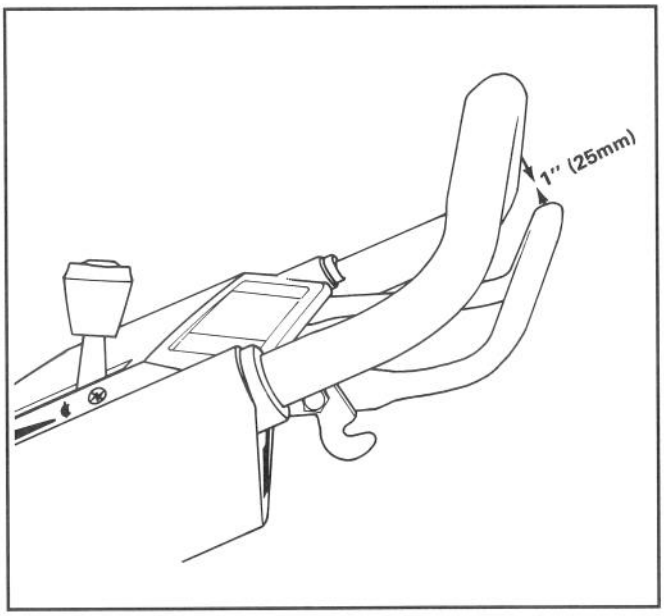

Afbeelding 22
3. Om vervolgens de wielaandrijving te controleren, de bedieningsstang langzaam in de richting van de hendel duwen. De aandrijving is goed afgesteld indien u weerstand voelt als de bedieningsstang zich ongeveer 25 mm van de bovenste hendel bevindt (Afb. 22).